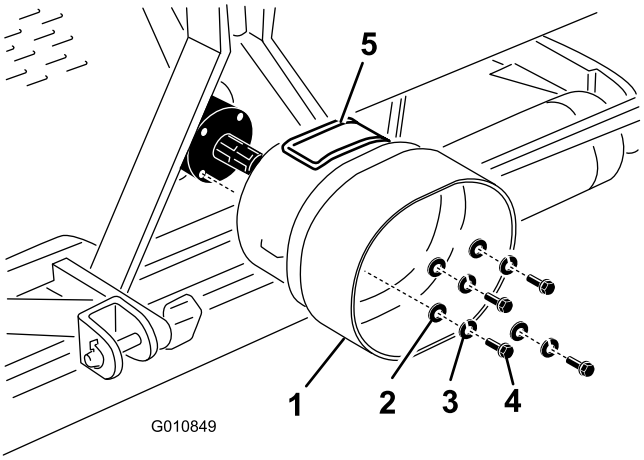

Figur 19
1. Fjern de fire boltene, låseskivene og de flate skivene som er festet på bakre del av luftemaskinens girkasse (Figur 19).
2. Fest verneplatene for kraftuttaket til luftemaskinens girkasse, ved hjelp av festene som du fjernet tidligere (Figur 19). Når du monterer verneplatene for kraftuttaket, må du sørge for at tilgangspanelet (Figur 19) står vendt mot toppen eller siden, avhengig av luftemaskinens rammekonfigurasjon.
Merk: Det er enklere å fjerne og montere festene for kraftuttaksakselen når tilgangspanelet er (Figur 19) åpent.